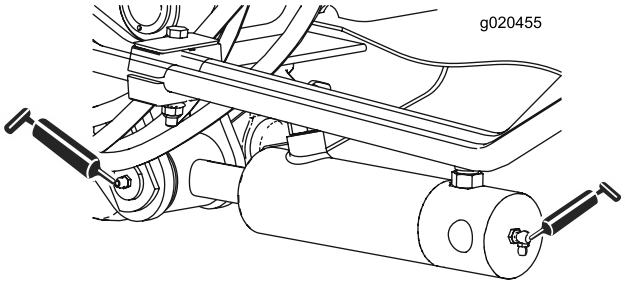

Figur 40
- Lyftarmcylinderbussningar (2 var) (Figur 40)